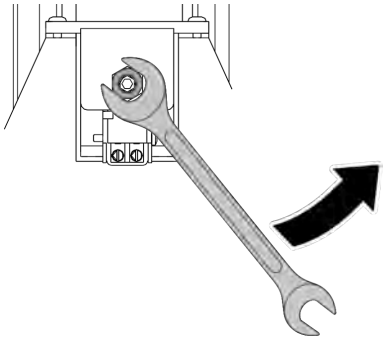

Fig. 30: Lock nut, imbalance switch
16. Turn back the imbalance switch (*Fig. 30*).
15. Loosen the lock nut (*Fig. 30*).